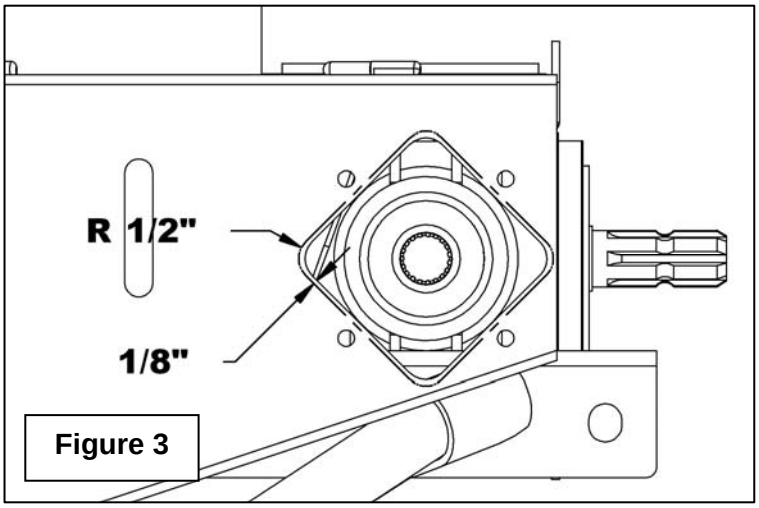

Figure 3
3. **Figure 3:** Agrandir le trou carré existant de 1/8" sur les quatre cotés et refaire des arrondis de 1/2" de rayon aux quatre coins.